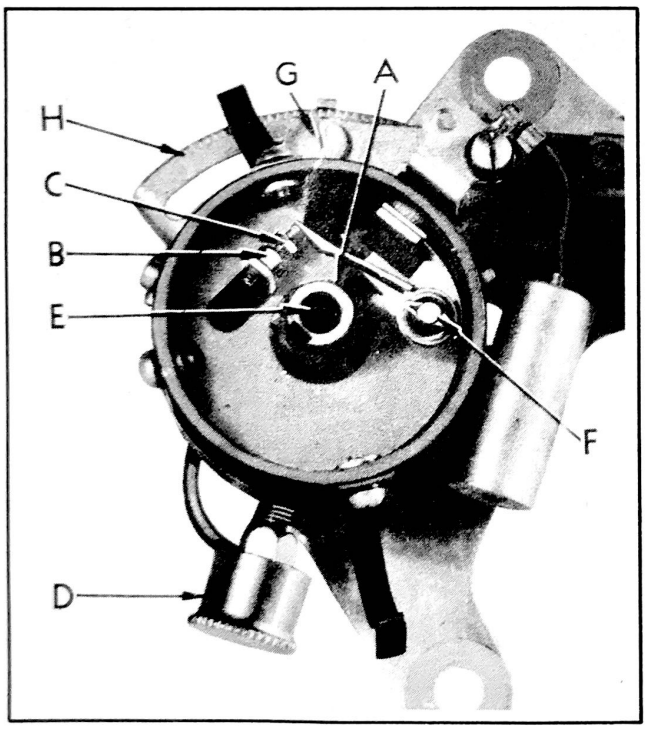
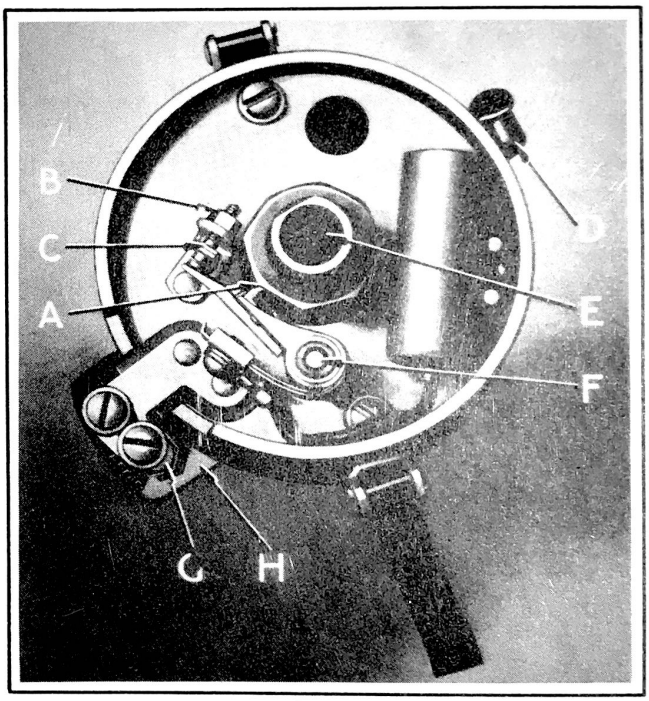

Figure 3
Figure 4
CLEAN OR HONE DISTRIBUTOR POINTS and adjust to .020" clearance on 6 cyl. engines and .017" clearance on 8 cyl. engines. To adjust the gap turn the engine over until the fibre block (A) of the contact arm, Fig. 3 for 6 cyl., Fig. 4 for 8 cyl., is on the highest point of the cam. Points should be clean and smooth and make full contact. Loosen lock nut (B) and turn the adjusting screw (C) until the proper gap is obtained. After tightening the lock nut, recheck the gap.
SET IGNITION TIMING ON 6 CYL. ENGINES. The distributor is driven counterclockwise. Loosen the distributor advance diaphragm arm screw (G) Fig. 3 and rotate the distributor housing counterclockwise to the limit of the slot in the quadrant (H). Remove the central cable from distributor cap and place the bare end 1/8" from the cylinder head. With the ignition turned on and the U.D.C. 1-6 mark on the flywheel 1/2" ahead of the pointer on the inspection hole rotate the distributor body clockwise slowly, to and not beyond that point where a spark jumps from the high tension wire to the cylinder head. Tighten screw (G) and replace the central cable in the distributor cap and clamp the cap on the distributor. When the distributor cap is in place, the metal strip on the rotor arm should be directly in line with the terminal to which number one spark plug is attached. The other cables should be in the cap terminals in the order 1-5-3-6-2-4 following in a counterclockwise direction. The cable in the center terminal of the distributor cap should go to the central (high tension) terminal of the ignition coil.
SETTING IGNITION TIMING ON 8 CYLINDER ENGINES. The distributor is driven clockwise. Loosen the distributor clamp screw (G) Fig. 4 and rotate the distributor housing clockwise to the limit of the slot in the clamping plate (H). Remove the center cable from the distributor cap and place the bare end 1/8" from the intake manifold. With the ignition "on" and the U.D.C. 1-8 mark in line with the pointer on the inspection hole, rotate the distributor body counterclockwise slowly, to and not beyond that point where a spark jumps from the high tension wire to the manifold. Tighten the clamp screw (G) and replace the central cable in the distributor cap and clamp the cap on the distributor. When the distributor cap is in place, the metal strip on the rotor arm should be directly in line with the terminal to which number one spark plug is attached. The other cables should be in the cap terminals in the order named, 1-6-2-5-8-3-7-4, following in a clockwise direction. The cable in the center terminal of the distributor cap should go to the center (high tension) terminal of the ignition coil.
The 8 cyl. distributor requires a few drops of light engine oil in the oil cup (D) Fig. 4 and a few drops of light engine oil on the wick (E) in the distributor drive shaft under the rotor, a drop of oil on the contact arm stud (F) and a light coating of high temperature grease on the cam lobe (A). Do not over lubricate.